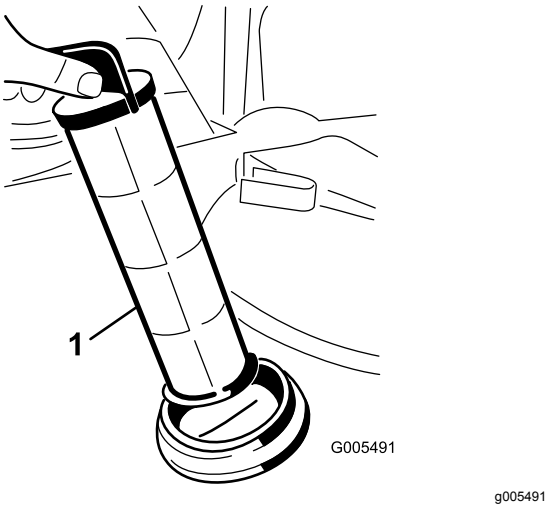

Figur 49
4. Trekk sugefilteret ut av hullet (Figur 49).